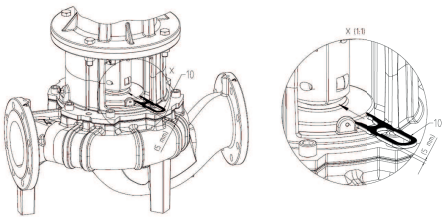

Fig. 47: Установка монтажной вилки
10. Вставить монтажную вилку (Fig. 47) между фонарем и муфтой. Монтажная вилка должна располагаться без зазора.